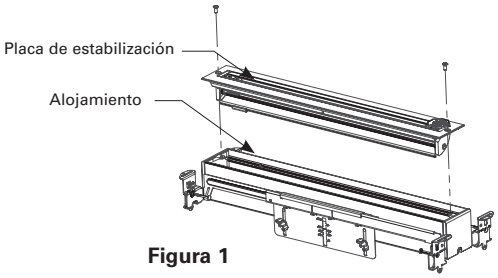
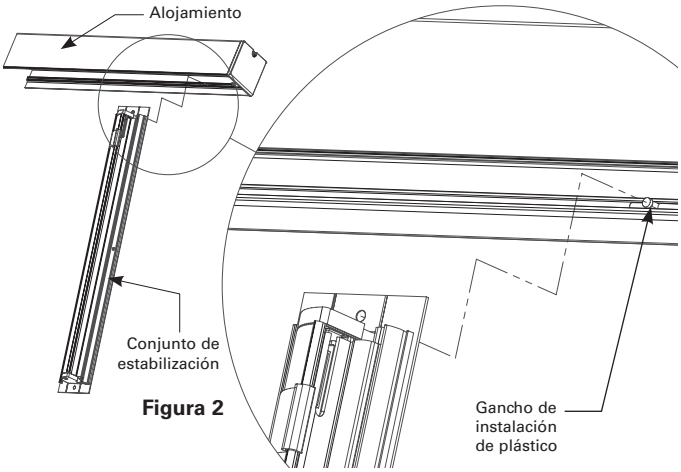

Figura 1
Figura 2
3. Quite los tornillos que aseguran la placa de estabilización al alojamiento (Ver la figura 1). Aparte el conjunto de estabilización y los tornillos, y guárdelos para la instalación posterior. No es necesario desconectar el arnés de cables que conecta la placa de circuito del controlador del cargador con el panel LED. En su lugar, se puede colgar la placa de estabilización del gancho deslizante de instalación de plástico (Ver la figura 2).
4. Quite los tornillos que aseguran la placa de estabilización al alojamiento (Ver la figura 1). Aparte el conjunto de estabilización y los tornillos, y guárdelos para la instalación posterior. No es necesario desconectar el arnés de cables que conecta la placa de circuito del controlador del cargador con el panel LED. En su lugar, se puede colgar la placa de estabilización del gancho deslizante de instalación de plástico (Ver la figura 2).